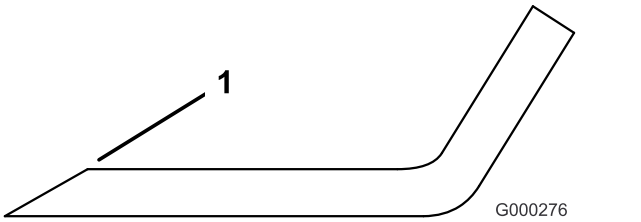

Figuur 26
3. Inspecteer de snijranden van alle messen en slijp de snijranden als deze bot zijn of bramen vertonen (Figuur 26).
Opmerking: Slijp alleen de bovenkant van de snijrand en behoud de oorspronkelijke snijhoek om te zorgen dat het mes scherp blijft (Figuur 26). Het mes blijft in balans als u van beide snijranden dezelfde hoeveelheid metaal verwijdert.